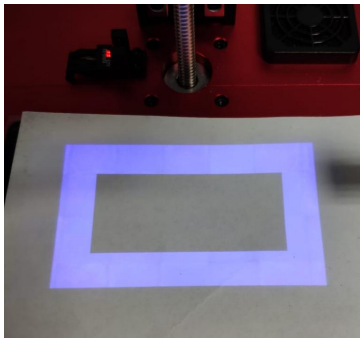

Рис.6
13. Войдите в меню «Настройки» → «Проверка LCD дисплея». Установите время вывода тестового изображения на экран в секундах. Поместите на экран печати лист бумаги. Нажмите Далее «Далее». На экране должен появиться правильный прямоугольник, как показано на рис.6. Не оставляйте тестовое изображение на экране более 20 секунд - это может привести к перегреву экрана и снижению срока его службы.